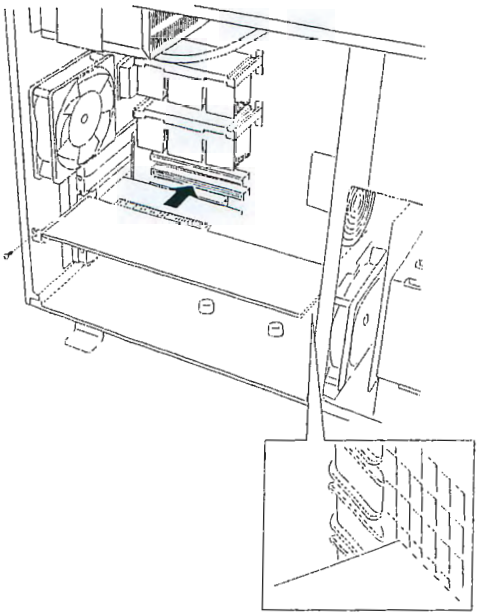

Figure 4-12. Installing an Option Board
8. Holding the board by its top edge or upper corners, firmly press the board into an expansion slot on the system board. The tapered foot of the option board retaining bracket must fit into the mating slot in the expansion slot . See Figure 4-12.